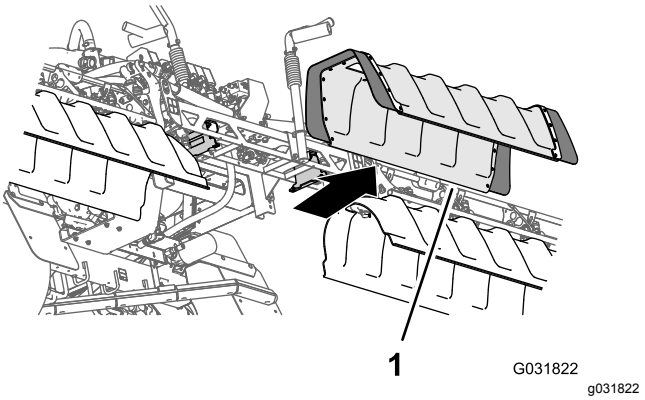

Figur 40
2. Ta bort centersektionskåpan från maskinen (Figur 40).